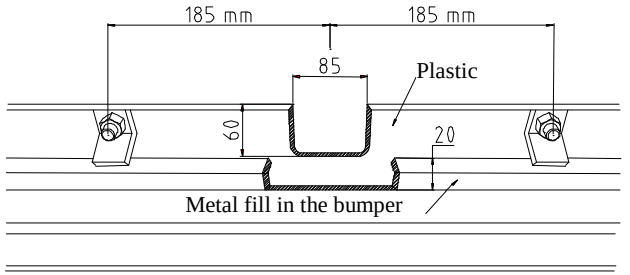

Fig. 2
3. Insert the main bar of towing hitch into chassis and twist with M12x40mm (pos. 9) bolts in marked points (pos. A).
5. Disassemble the towing hitch an then join with the bumper after previous cut a fragment in the bumper. Look the fig. 2.
7. Apply the distance sleeve ø17mm, L=35mm (pos. 4) to the hole (pos. B) and fit with the M10x100mm (pos. 8) bolt. By the holes (pos. C) fix with the M10x40mm (pos. 9) bolts an the attached washers (pos. 5).
8. Fix body of the automat (pos. 11) and the socket plate (pos. 3) using bolts M12x25mm (pos. 7) from accessories. Place tow-ball (pos. 2) according to supplied instruction.